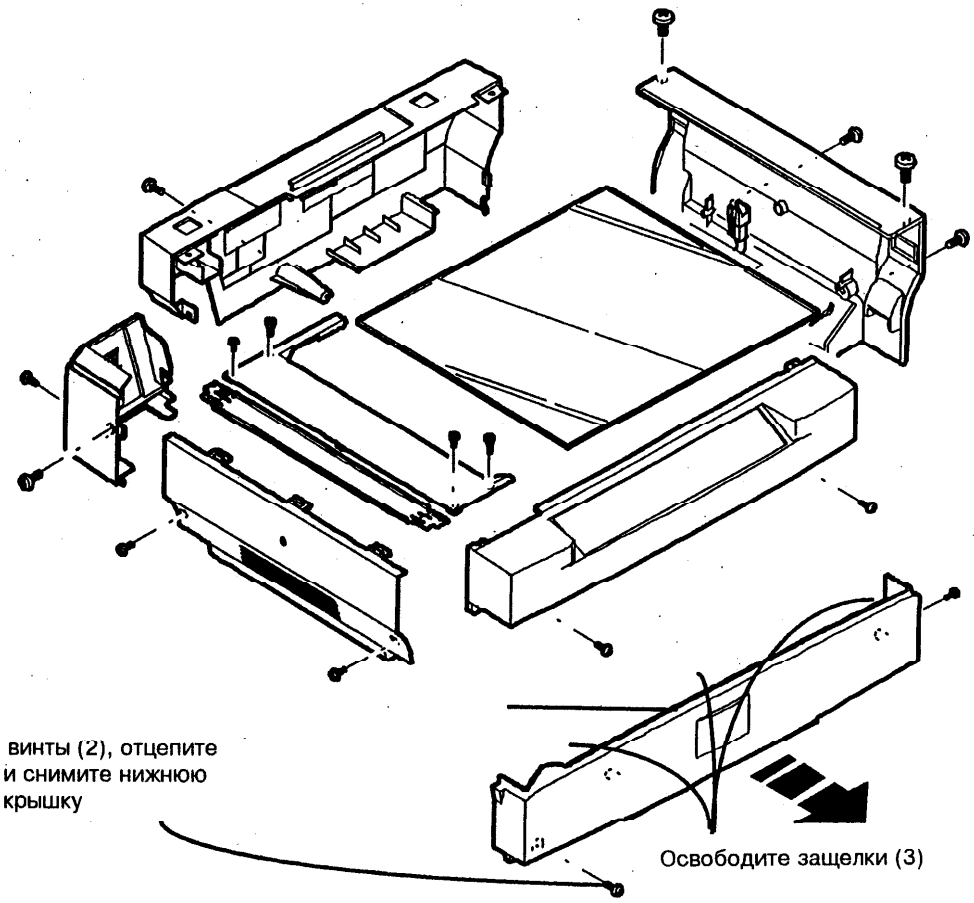

Рис. 1. Снятие нижней передней крышки
2. (Рис.1): Снимите нижнюю переднюю крышку.